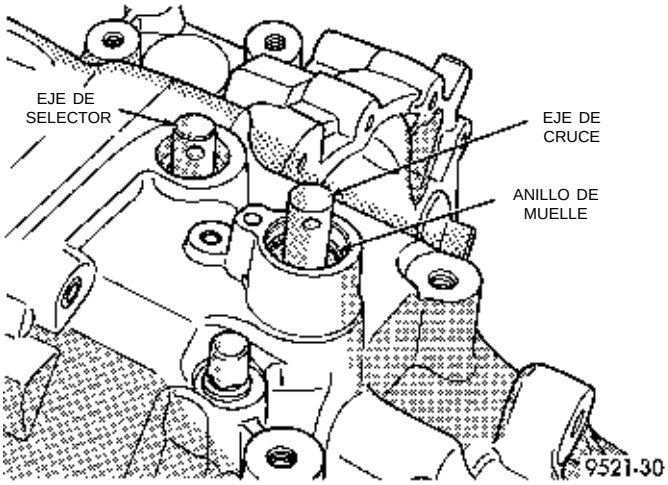

Fig. 134 Anillo de muelle de eje de cruce
(1) Desensamble el transeje mediante el procedimiento descrito en este grupo.
(2) Con el transeje desensamblado, retire la junta del eje de cruce.
(3) Con alicates para anillos de muelle, retire el anillo de muelle del hueco del eje de cruce (Fig. 134).